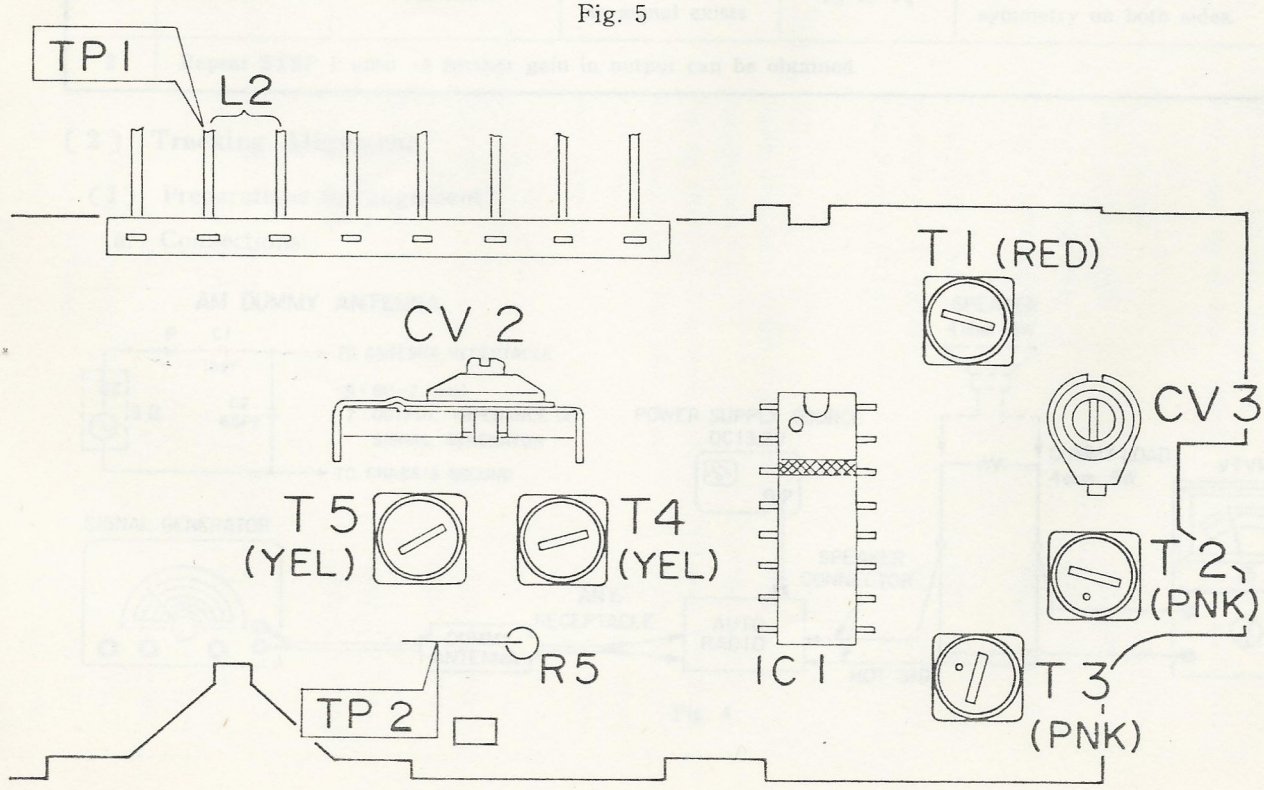

Fig. 6 ADJUST POINTS
(2) Alignment (Refer to Fig. 6 for ADJUST POINTS.)
(2) Alignments (Refer to Fig. 6 for ADJUST POINTS.)